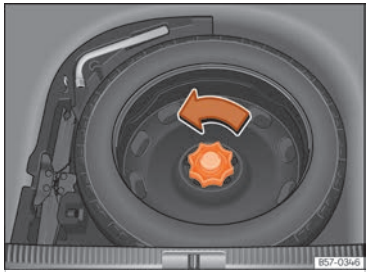

Fig. 221 In the luggage compartment: raised load floor.
- Turn the thumb wheel anticlockwise ››› Fig. 221.